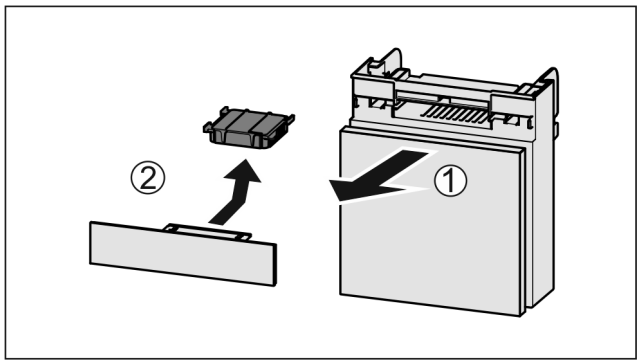

Fig. 147
▶ Pull out the compartment *Fig. 147 (1)*.
▶ Remove the carbon filter *Fig. 147 (2)*.